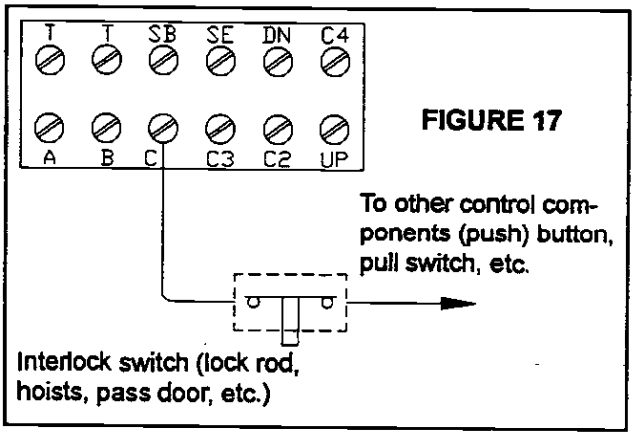

FIGURE 17
- If a pedestrian pass door is to be used, or if the door locking system is to be retained, an interlock switch MUST be used to prevent motor operation when the pass door is open or the door is locked. Connect interlock switch as shown in Figure 17.